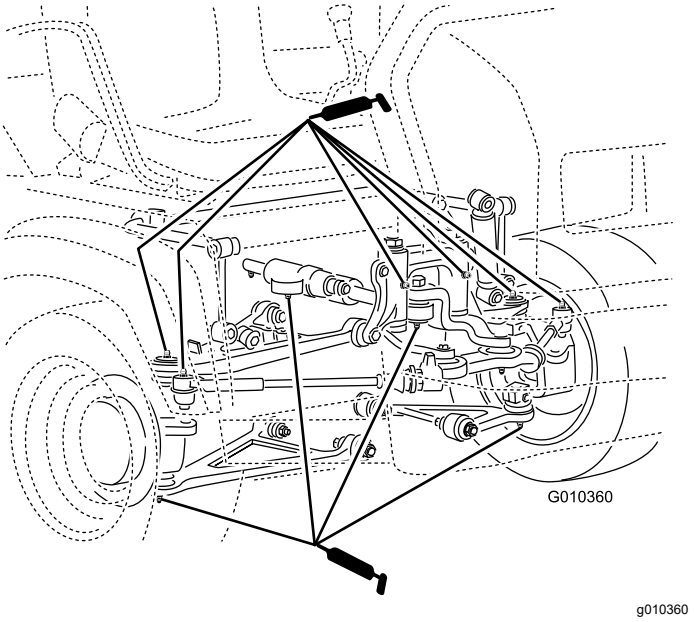

Figur 29
- **Kulleder (4)**, se Figur 29
- **Dragstänger (2)**, se Figur 29
- **Ledfästen (2)**, se Figur 29
- **Styrcylinder (2)**, se Figur 29